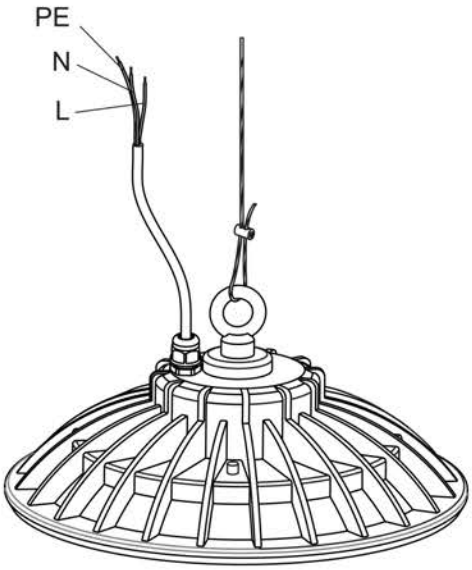

Рисунок 5
5.4 Подключение светильников к сети электропитания производится к концам сетевого кабеля, выведенного из корпуса светильника (рисунок 5), согласно маркировке:
– к фазному проводнику сети – коричневый проводник (L) светильника;
– к нейтральному проводнику сети – синий проводник (N) светильника;
– к заземляющему проводнику сети – жёлто-зелёный проводник (PE) светильника.